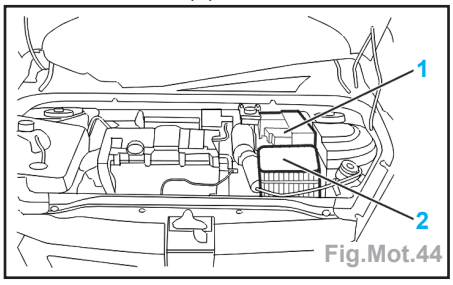

Fig.Mot.44
- Déposer (Fig.Mot.44) :
- le cache-style (1),
- l'ensemble filtre à air, col d'entrée d'air et résonateur (2).